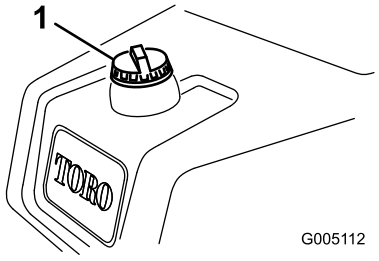

Figur 20
1. Gör rent runt tanklocket och ta bort det (Figur 20).